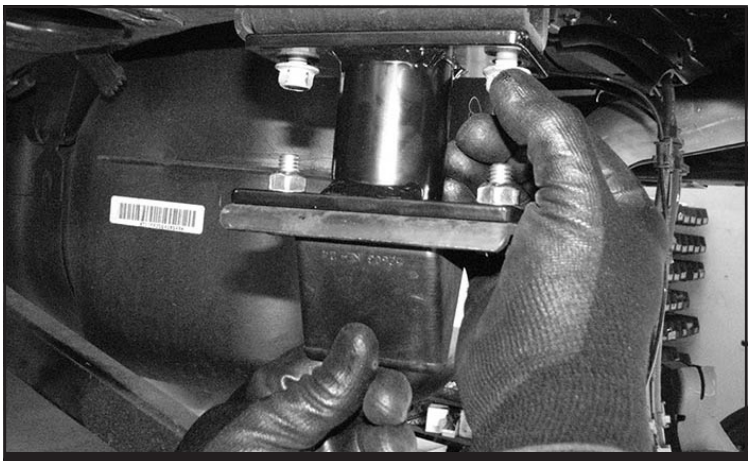

FIGURE 75 - STEP 67
67. Locate the FT44406BK rear bump stop spacer and supplied 7/16”-14x 1-1/4” bolts, nuts, and washers. Install the FT44406BK spacer with the factory bolts that were removed during disassembly. Then, install the factory bump stop onto the spacer bracket with the supplied 7/16” hardware. Torque to 58 ft-lbs. **SEE FIGURE 75**